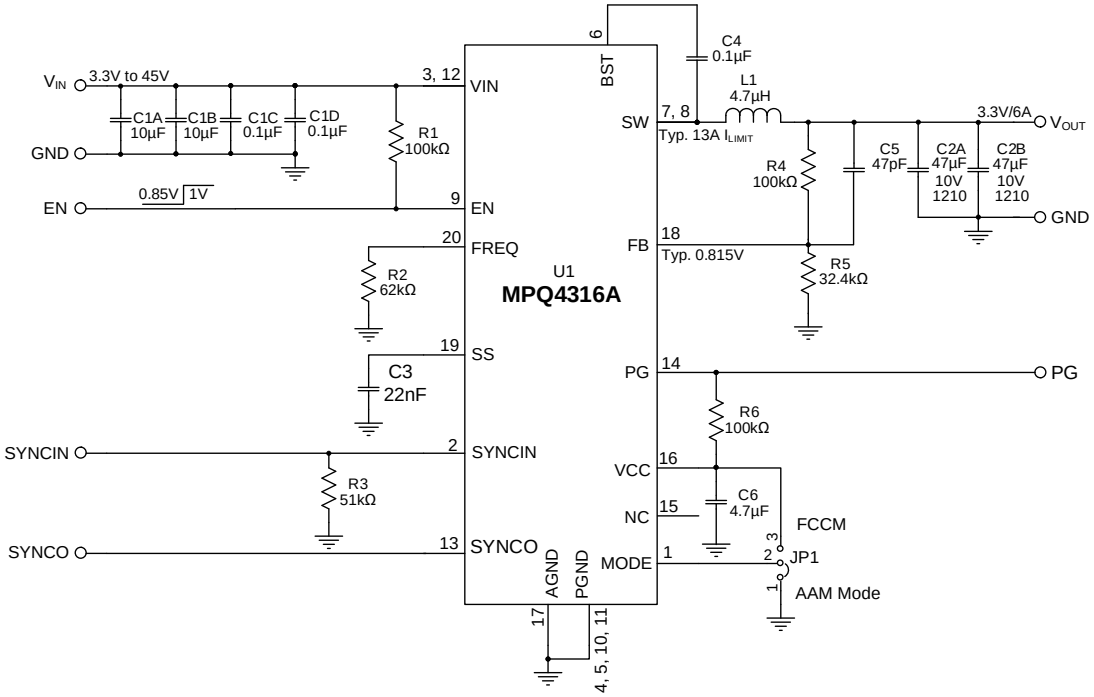

Figure 10: Typical Application Circuit (V_{OUT} = 3.3V, f_{SW} = 470kHz)
10) The recommended PCB layout is based on Figure 10 on page 34.